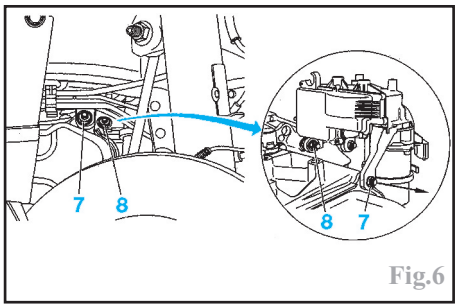

Fig.6
-les écrous (7) et (8) (Fig.6).
Glisser l'actionneur de boîte de vitesses sur les vis colonnettes (voir flèche sur Fig.6).